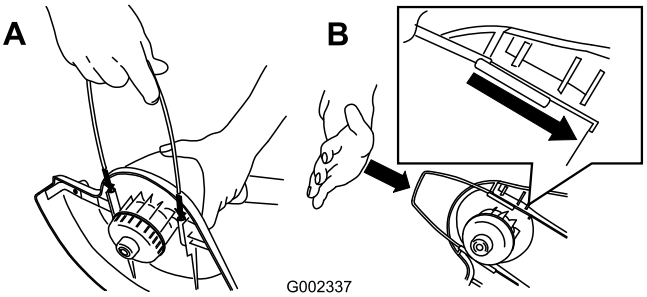

Figur 3
4. Montera metalltrådsguiden (Figur 3).